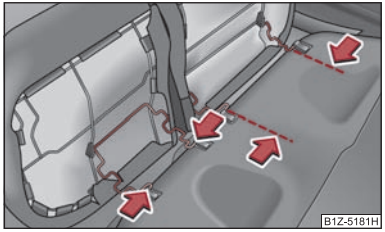

Fig. 52 Sortir les assises des sièges
- Poussez l'étrier en fil de fer dans le sens de la flèche ⇒ fig. 52 et sortez l'assise du support.